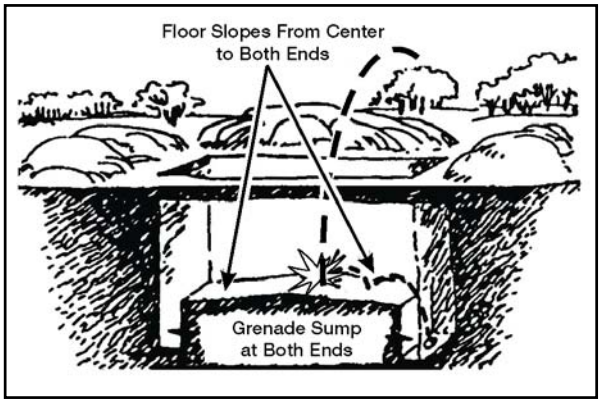

Figure 071-326-5703-7. Two trench-shaped grenade sumps
(1) Place one at each end of the position.
(2) Make the trenches as wide as an entrenching tool blade, as deep as the entrenching tool, and as long as the position is wide.
j. Slope the floor toward the sumps (figure 071-326-5703-7).